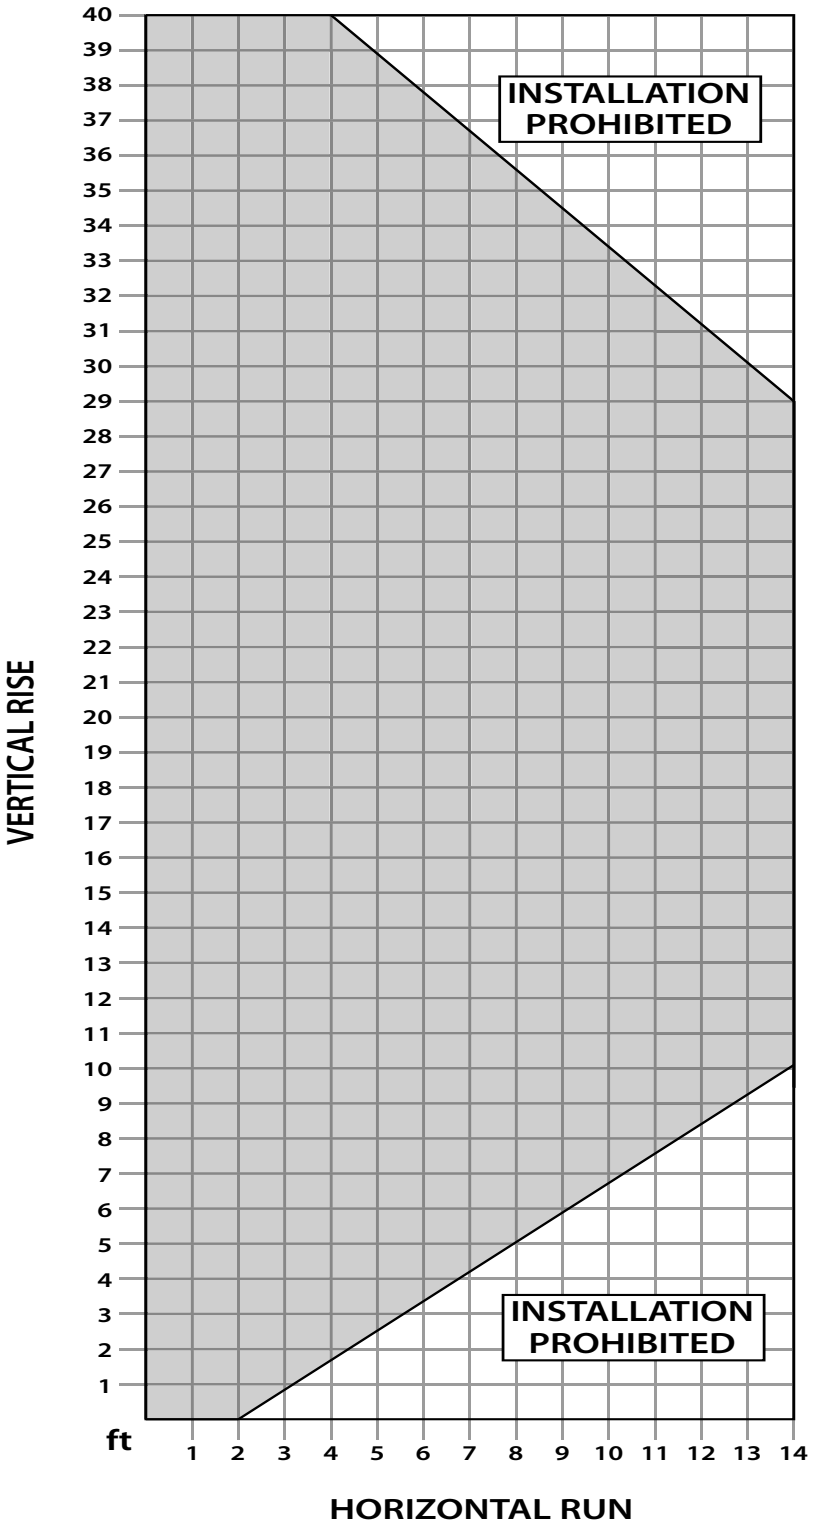

Figure 36a. Possible Vent Configurations for Top Vented Vertical and Horizontal Terminations.
Figures 36a & b show the range of possible vent configurations if the unit is top or rear vented, for vertical and horizontal terminations. Any layout that remains within the shaded areas is acceptable. Having the fewest number of elbows is ideal, as they tend to disrupt air movement. Using 45˚ elbows is preferable to using 90˚ elbows. Also, a shorter vent system will perform better than a longer one. When top vented, the total length of horizontal vent pipe can not exceed 14 feet (4.27m) and the total vent length can not exceed 44ft (13.4m). Any combination of rise and run can be used as long as it lays within the shaded area (a total of two (2) 90˚ elbows or four (4) 45˚ elbows can be used. In addition to what is shown, if a 90˚ elbow is used in the horizontal plane, 3 feet (91.4cm) must be subtracted from the allowable horizontal run (for each 45˚ elbow, 1½ feet must be subtracted).